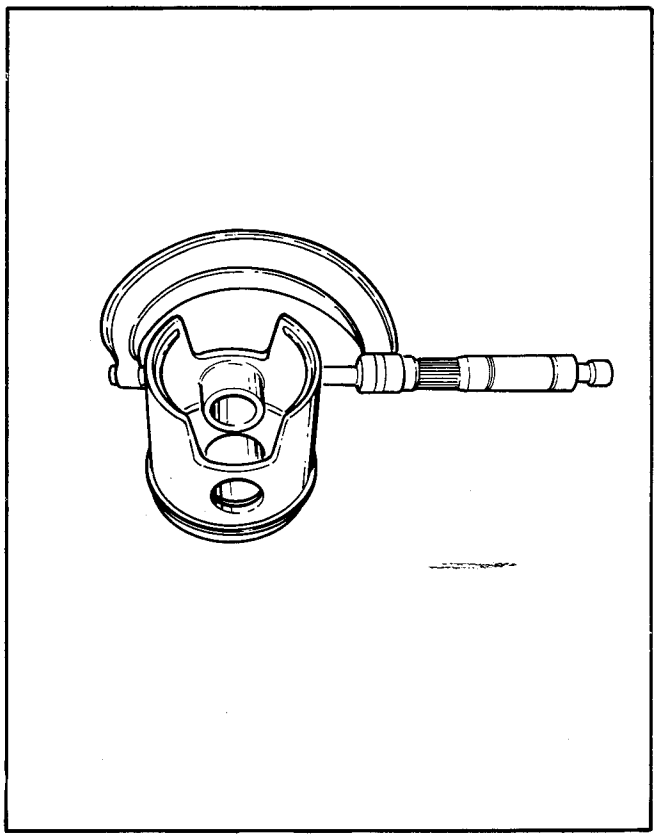

Figure 53 – Measuring Piston
d. See Figure 53. Measure piston at bottom of skirt, 90° from piston pin bore.